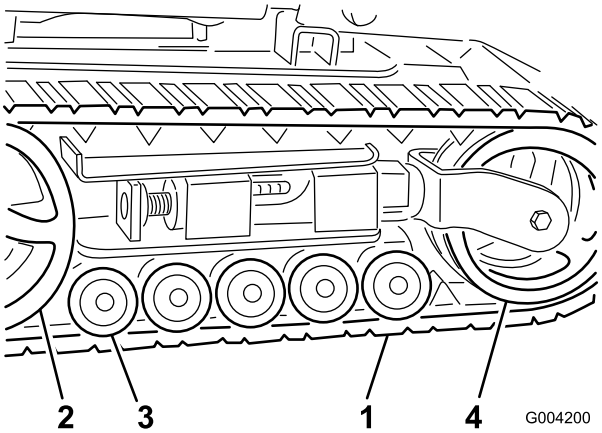

Figur 43
**Viktigt: Rengör hjulen, spännhjulet och drevet helt och hållet (Figur 43). De vanliga hjulen ska rotera fritt när de är rena.**